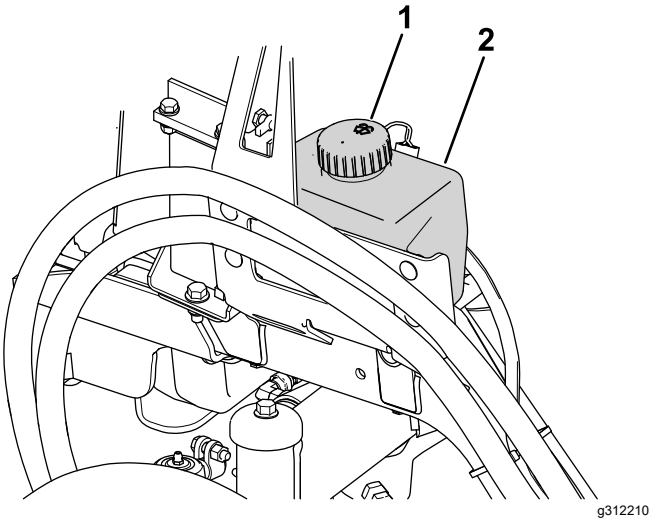

Figura 90
1. Togliete il tappo (Figura 90) dal serbatoio.